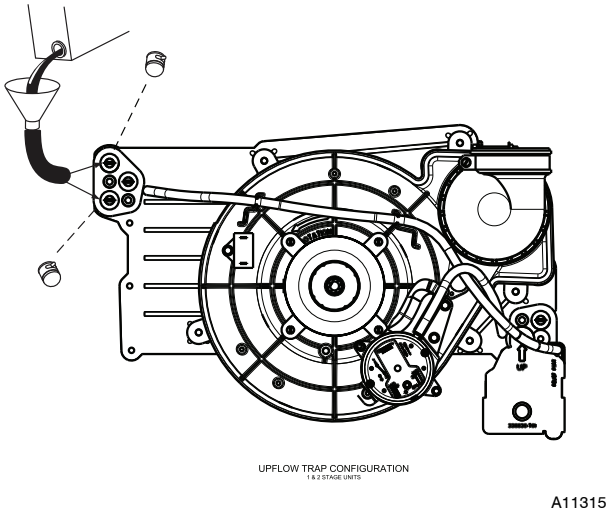

Fig. 61 - Priming Condensate Trap
9. Remove the middle unused rubber plug from the port on the collector box opposite the condensate trap. See Fig. 61.